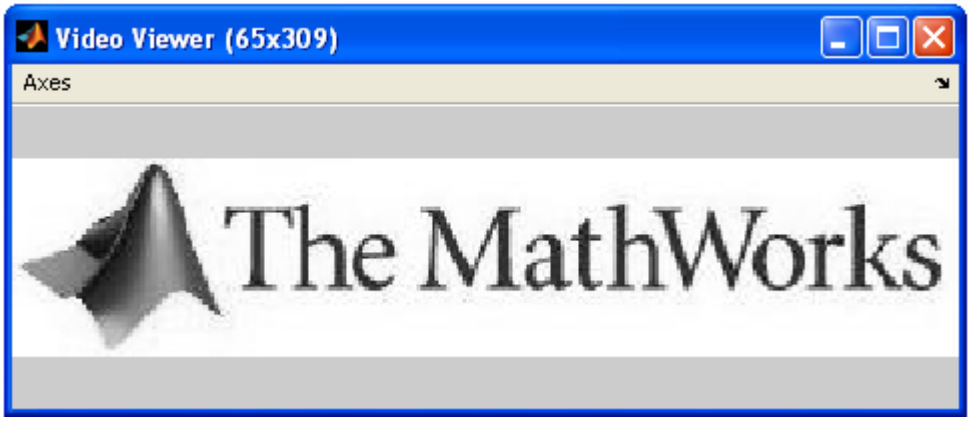

Figure 13: The Video Viewer Display
9. Run the model, you should get the image shown in Figure 13